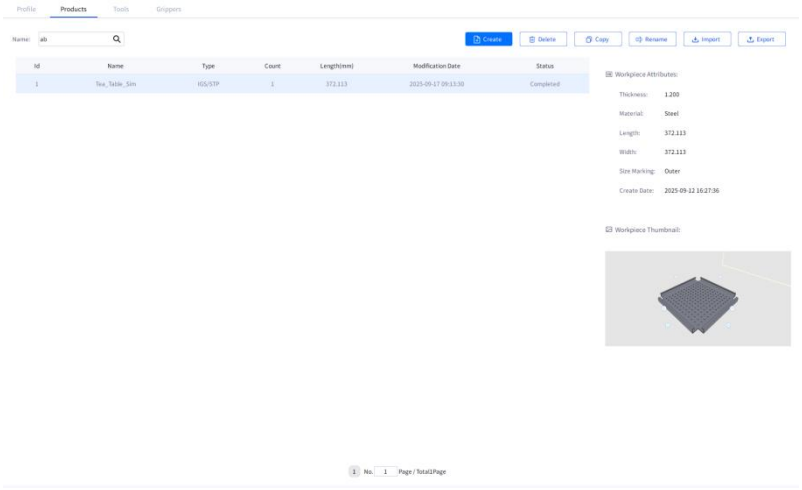

Figure 5-2 : Searching for workpieces containing "ab"
(1) Search: Searches for all workpieces containing the keyword, as shown in Figure 5-2.